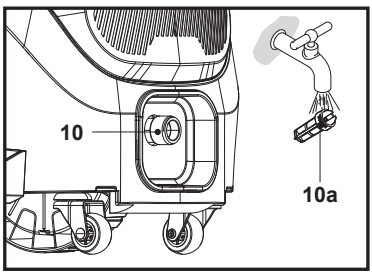

Fig. 24
2. Remova o filtro (10a) do conetor da entrada de água (10) e enxague sob água corrente para remover quaisquer objetos estranhos (Fig. 24). Em seguida, volte a instalar o filtro (10a).